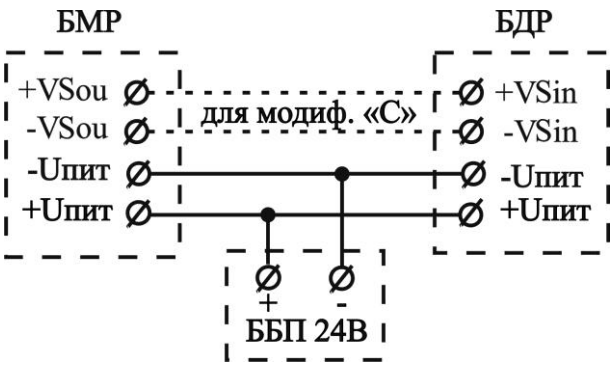

Рис. 10.3
10.6.3 Схема подключения между собой блоков БМР и БДР указана на рис. 10.3.